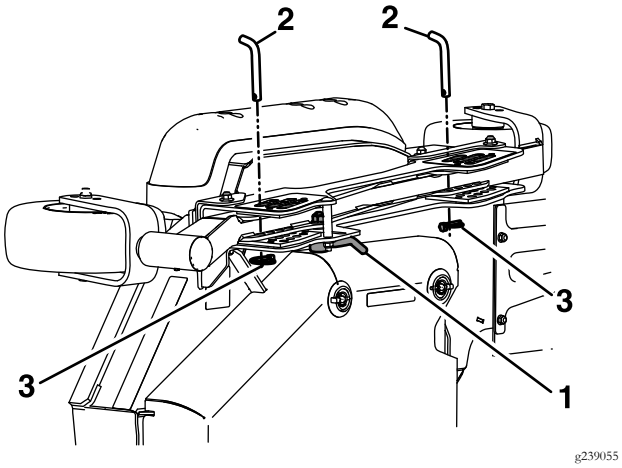

Figure 21
B. Unlock the cam locks located on the height of cut channel on the wing deck (see Figure 21).
D. Move the wing deck to the appropriate height and reinstall the height of cut pins and lynch pins as shown in Figure 21.